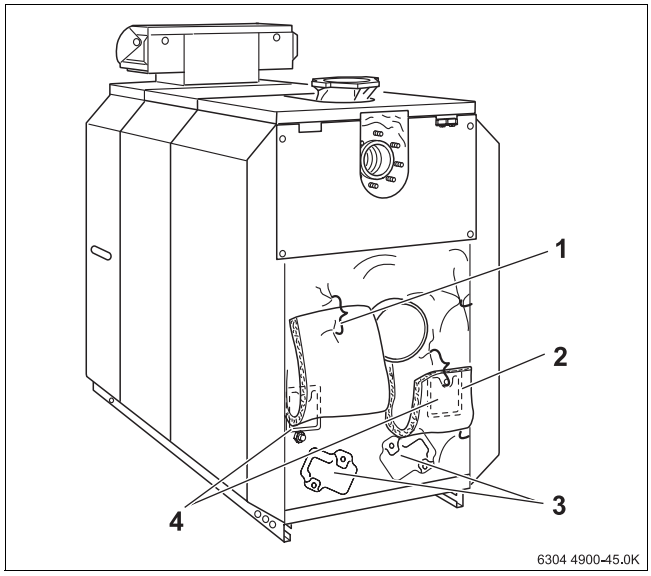

Bild 62 Reinigungsdeckel entfernen
- Verbrennungsrückstände über die Feuerraumöffnung nach vorne entfernen sowie über die Reinigungsöffnungen an Hinterglied und am Abgassammler (→ Bild 62, Seite 45).